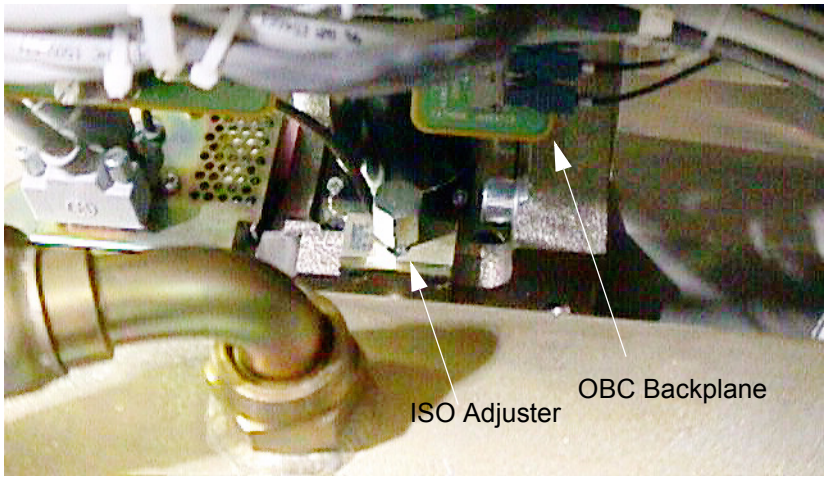

Figure 12-31 ISO Alignment Adjuster
9.) Adjust the tube UP / DOWN as indicated by the calculation. The adjustment bolt is located on the top of the tube - Please see Figure 12-31.